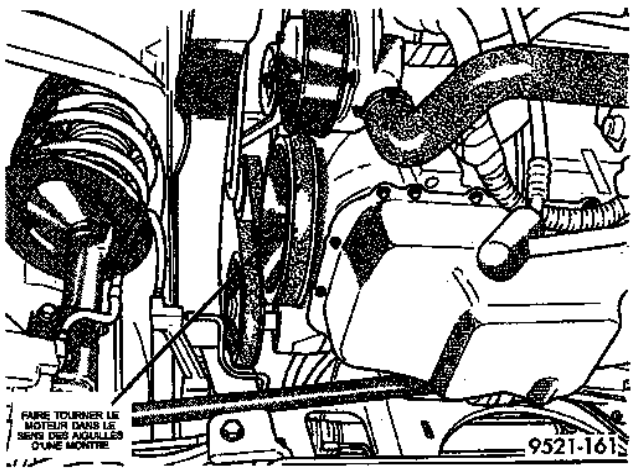

Fig. 43 Rotation du moteur
(18) Faire tourner le moteur dans le sens des aiguilles d'une montre pour accéder aux boulons du convertisseur de couple (Fig. 43). Déposer les boulons de montage du convertisseur de couple.